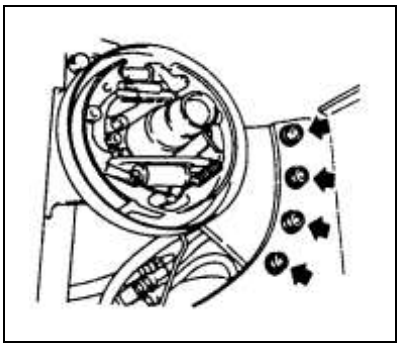

Fig.3-2
9) Remove bolts securing axle mounting bracket to frame.(see fig.3-2).